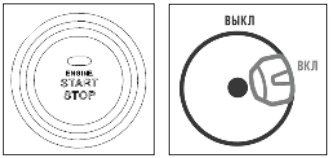

Рис. 24
- Модель iGX 4000AWSP нажмите кнопку START/STOP. Переведите переключатель в положение «ВЫКЛ» при длительном перерыве или перевозке (*Рис. 24)*.